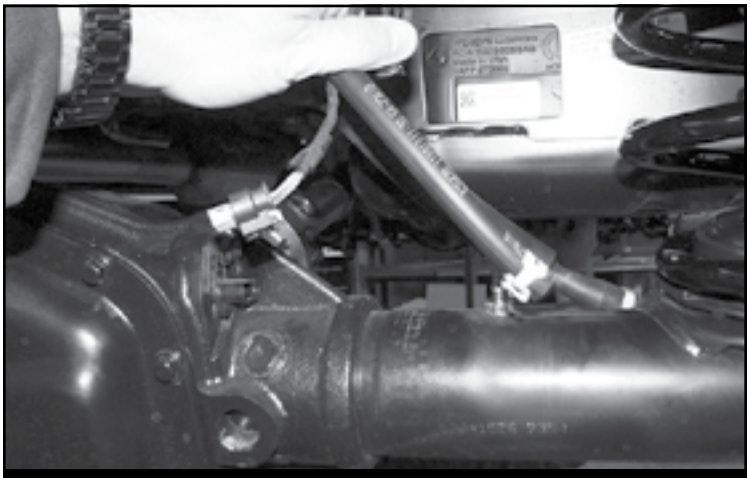

FIGURE 31 - STEP 30
30. Unplug the locker harness from the axle **(RUBICON MODELS ONLY) SEE FIGURES 31**